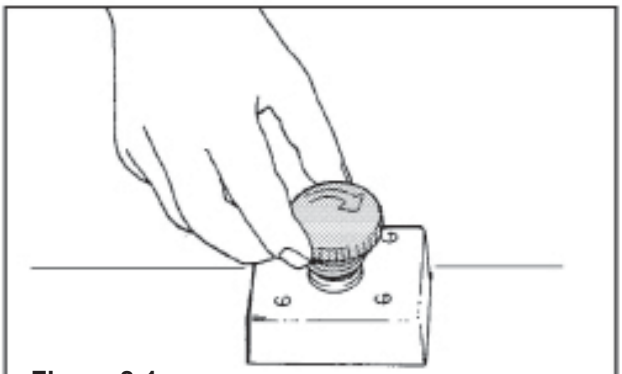

Figure 8-1
- The EMERGENCY STOP BUTTON unlocked **(Figure 8-1)**
The LATCHING EMERGENCY STOP BUTTON is located on the top center of the machine **(Figure 8-1).**